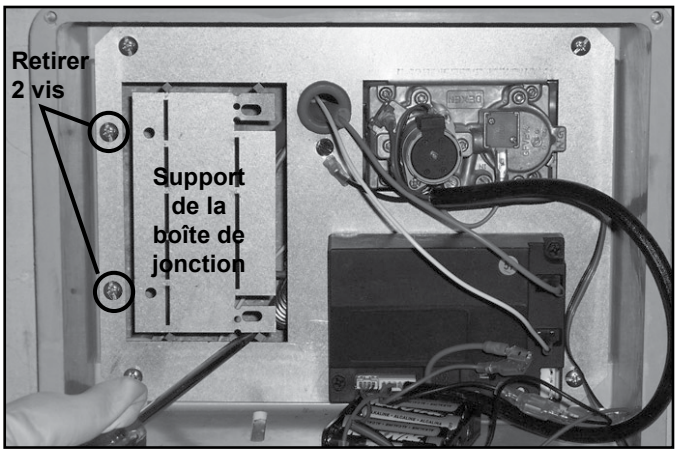
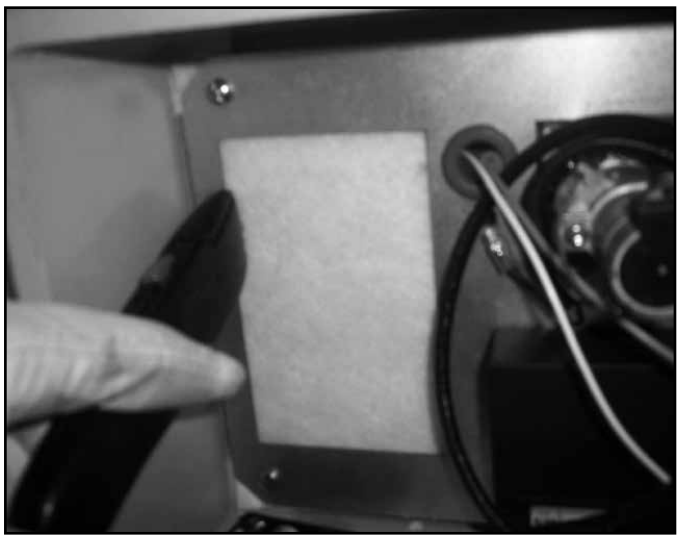

Figure 5.2 Retirer le support de la boîte de jonction et les deux vis
Figure 5.3 Découper et retirer l'isolant
- Retirez le support de la boîte de jonction en soulevant avec un tournevis. Retirez les deux vis montrées à la figure 5.2. Découpez et retirez l'isolant à l'arrière du support de la boîte de jonction, comme il est indiqué à la figure 5.3.